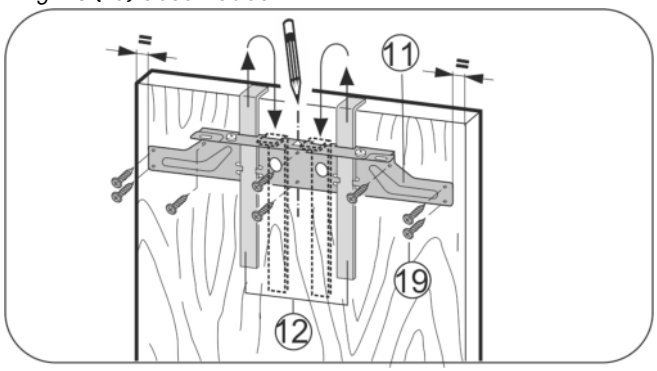

Fig. 26
▶ Befestigungstraverse *Fig. 26 (11)* mit den Montagehilfen *Fig. 26 (12)* auf die Innenseite der Möbeltür hängen.
▶ Befestigungstraverse *Fig. 26 (11)* mittig auf der Tür ausrichten.
▶ Die Befestigungstraverse *Fig. 26 (11)* mit mindestens 6 Schrauben *Fig. 26 (19)* festschrauben.
▶ Befestigungstraverse *Fig. 26 (11)* mit 4 Schrauben *Fig. 26 (19)* am Rand festschrauben.
▶ Montagehilfen *Fig. 26 (12)* nach oben herausziehen und in die danebenliegenden Aufnahmeöffnungen gedreht einschieben.